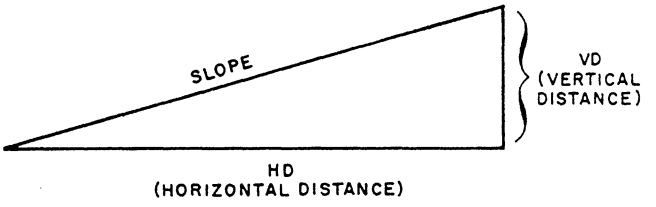

Figure 5-18.–Slope diagram.
affected by the slope of the ground. Most equipment has a limit on the steepness of slope it can negotiate. So a more exact way of describing a slope is demanded. Slope may be expressed in several ways, but all of them depend upon a comparison of vertical distance (VD) to horizontal distance (HD) (fig. 5-18). VD is the difference between the highest and lowest elevations of the slope and is determined from the contour lines. HD is the horizontal ground distance between the highest and the lowest elevations of the slope.